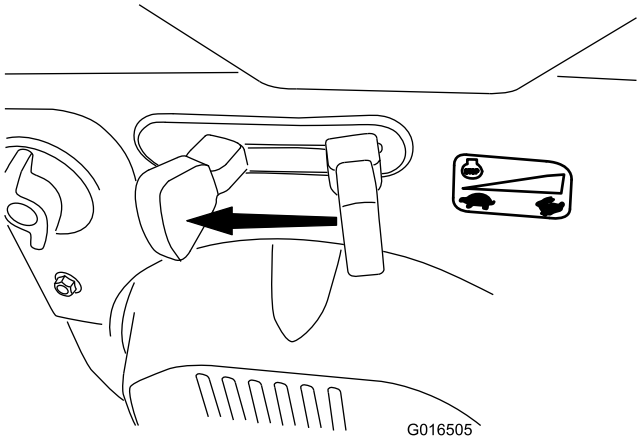

Figur 27
1. Sett gassen til SAKTE-stilling, og så til STOPP-STILLING (Figur 27) for å slå av motoren. Motoren kan også stoppes ved å trekke tenningsnøkkelen utover til den midterste stillingen.